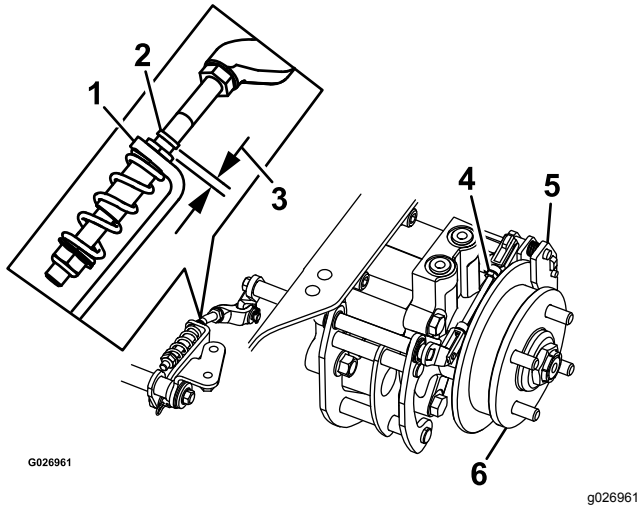

Figur 89
7. Sjekk for å se om det finnes synlig avstand mellom L-braketten og koblingsstoppet (Figur 89).